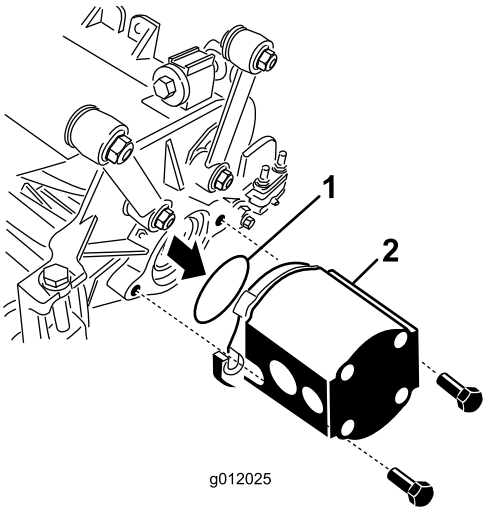

Figur 24
5. För in o-ringen (medföljer klippenheten) i drivmotorns fläns (Figur 24).
6. Montera motorn på klippenhetens drivände och fäst den med två huvudskruvar som medföljer klippenheten (Figur 24).